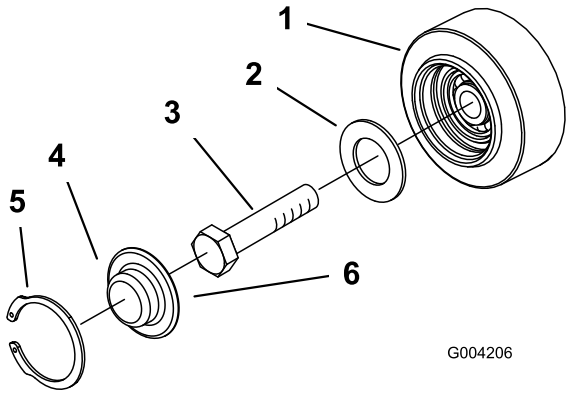

Figuur 44
3. Verwijder de snapring en dop van een wegwiel (Figuur 44).
4. Controleer het smeervet onder de dop en rond de pakking (Figuur 44). Als er geen vet is of als het vet vuil of zanderig is, verwijder dan al het vet, vervang de pakking en breng nieuw smeervet aan.
6. Plaats de ingevette wegwieldop op de kop van de bout (Figuur 44).
7. Zet de wegwieldop vast met de snapring (Figuur 44).